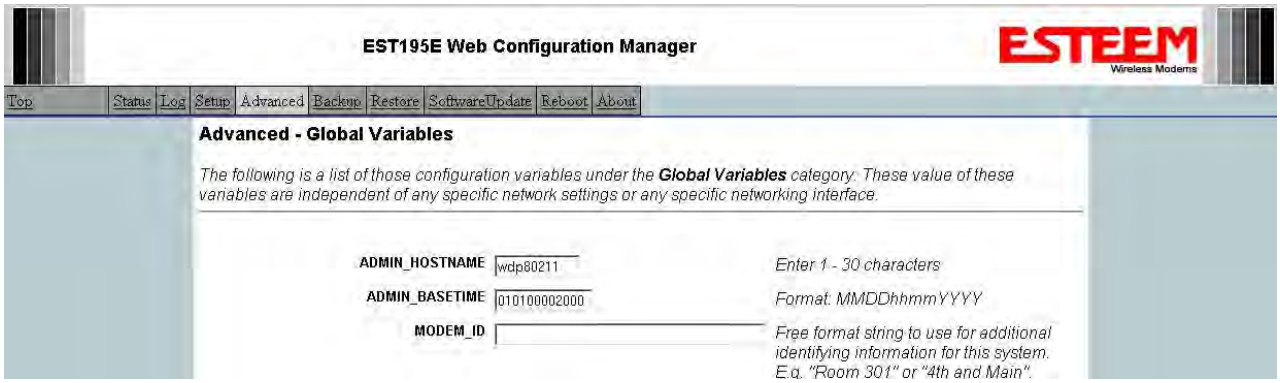

Figure 4: Modem ID Field in Global Variables Screen
2. Scroll to the bottom of the Global Variables window and enter the text you would like displayed in the Modem ID field (Figure 4). When complete, press the *Save Settings* button and the *Commit Changes* button on the next screen to save the name to the Horizon.